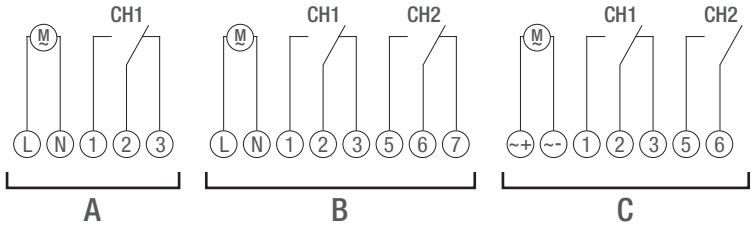

Fig. 5: Koblingsskjema
3. Koble til fordelingstidsuret i henhold til koblingsskjemaet (Fig. 5/A), (Fig. 5/B) eller (Fig. 5/C).